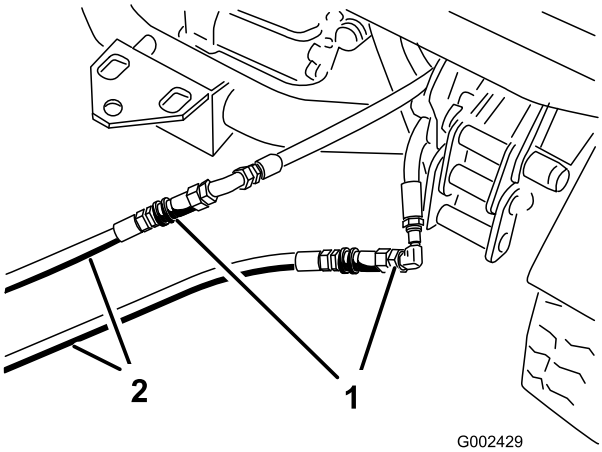

Figur 72
3. Koppla ihop de båda startslangarna med slangarna som kopplades bort på fordonet som är ur funktion (Figur 72). Täck alla oanvända kopplingar.